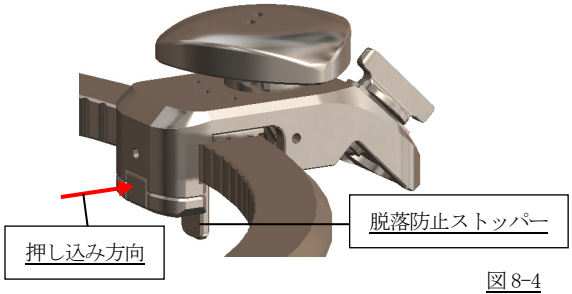

図 8-4
(1)-4 脱落防止ストッパーを押し込みロックしてください。(図 8-4)